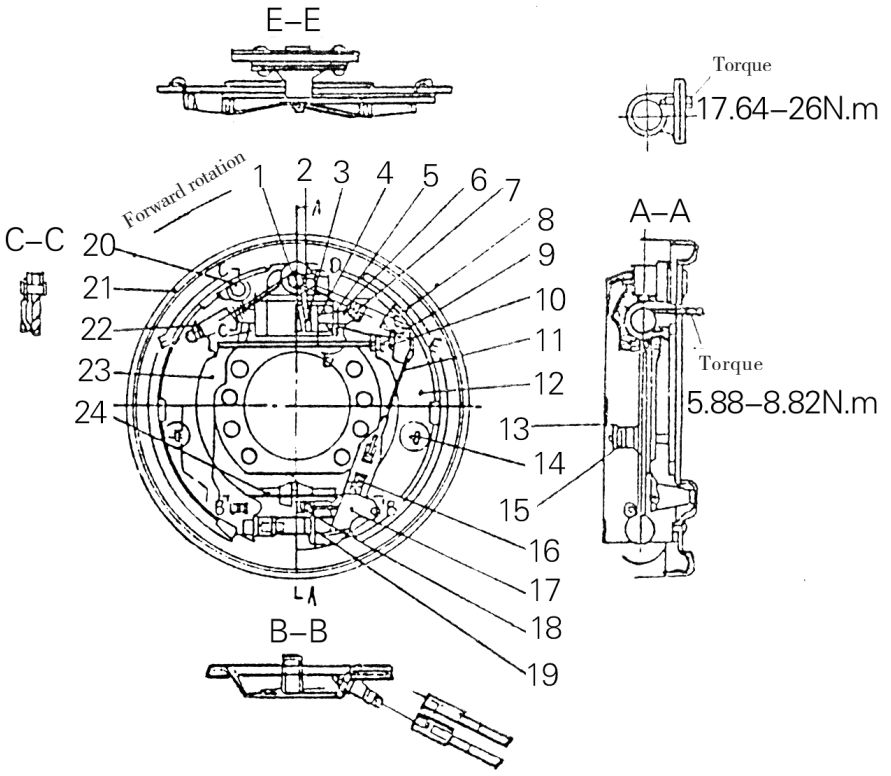
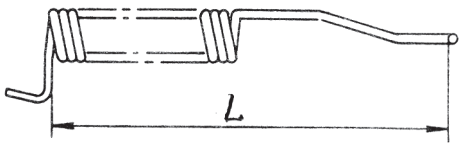

Fig.8-3 Wheel brake for 3 and 3.5 ton trucks
Fig. 8-16
(6) Check the shoe return spring for free length and setting load (See Fig.8-16 and part No.6 on Fig.8-2, part No.7 on Fig.8-3).